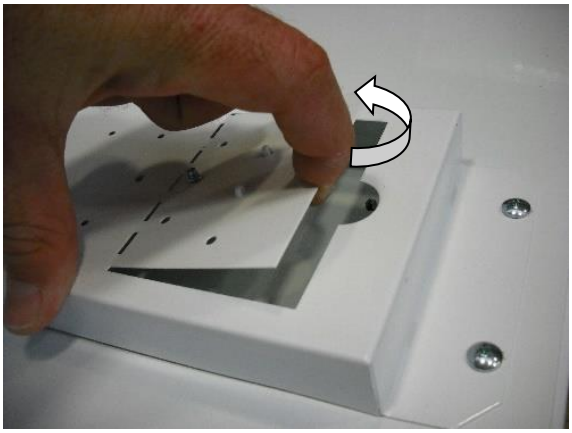

Fig.4
*1. Make 2 or 4 holes in the ceiling for a 5-pin according to the indications shown in Figure 4 according to the type of suspension purchased (4 wires or 2 Y-wires), the length of the light fitting and the position of the suspensions on the ceiling light itself (more or less internal).*
4. Eseguire i collegamenti elettrici aprendo lo sportellino rapido (Fig.4), per innestare il cavo nel morsetto premere la levetta del morsetto e inserire il cavo, successivamente rilasciare la levetta. Se viene fornito il cavo trasparente si faccia attenzione al filo verde/trasparente che è la messa a terra.
*4. Make the electrical connections by opening the quick door (Fig.4), to engage the cable in the terminal, press the lever on the terminal and insert the cable, then release the lever. If the transparent cable is supplied, pay attention to the green / transparent wire which is grounding.*